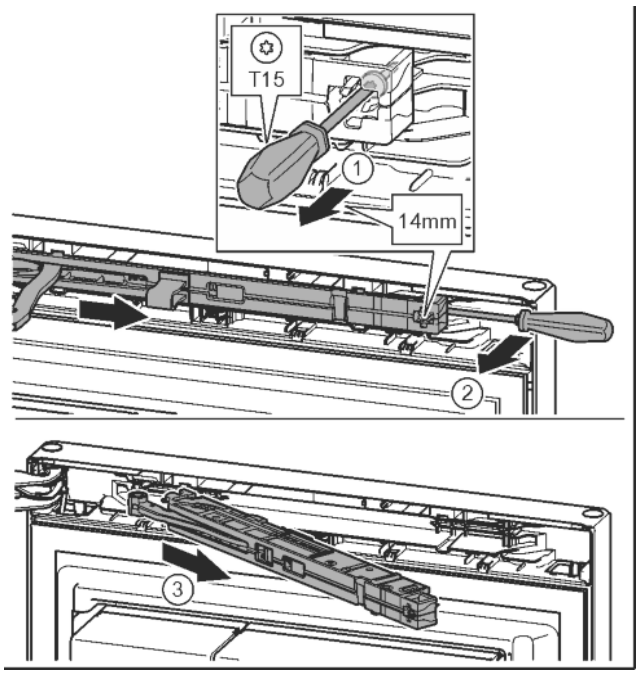

Fig. 12
▶ Undo the soft stop mechanism screw with a T15 screwdriver approx. 14 mm. *Fig. 12 (1)*
▶ Insert a screwdriver behind the soft stop mechanism on the handle side and rotate forwards. *Fig. 12 (2)*
▶ Remove the soft stop mechanism. *Fig. 12 (3)*